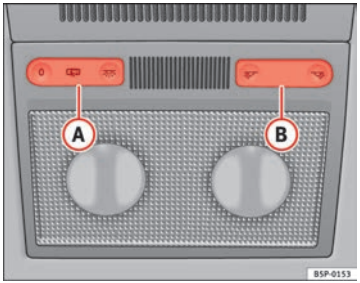

Fig. 76 Interior roof trim: front interior lighting
The switch ⇒ Fig. 76 (A) is used to select the following positions:
Push the switch to position O ⇒ Fig. 76.